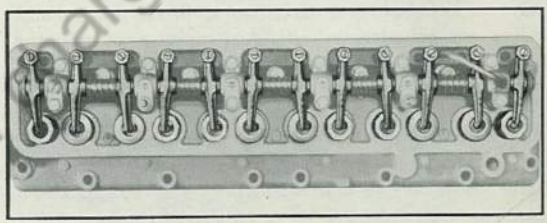

Fig. 52 Valve Rocker Arm Arrangement
F. Valve Rocker Arm—Twelve rocker arms are used —six are right hand offset and six are left hand offset. They are installed as shown in Fig. 52.